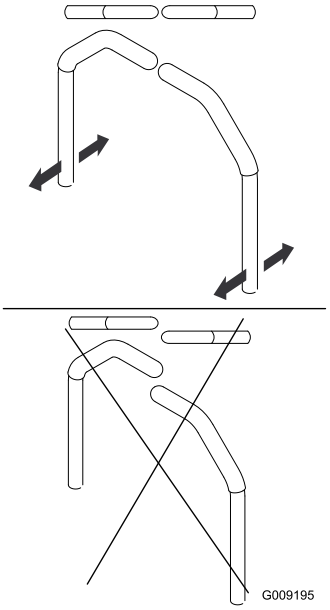

Figur 77
4. Rikta in reglagen i främre-bakre läge genom att föra ihop dem i neutralläget, skjuta dem tills de är inriktade och sedan dra åt bultarna (Figur 77).